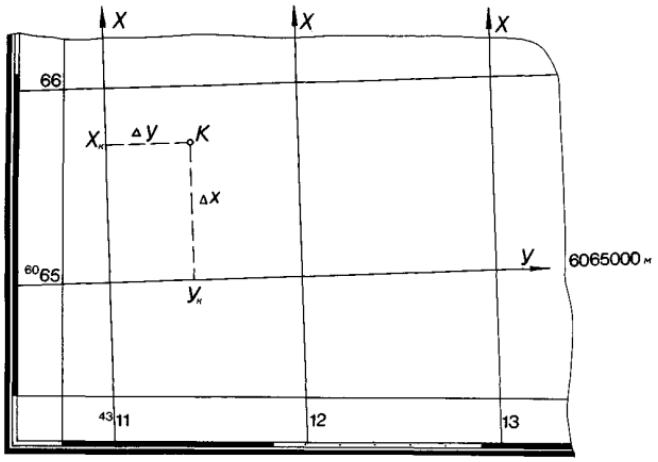

Рисунок 13. Определение местоположения точки по прямоугольным координатам
Для определения прямоугольных координат точек на карте нанесена сетка квадратов (Рисунок 13). Вертикальные линии сетки параллельны оси абсцисс (X), горизонтальные линии параллельны оси ординат (Y). Координаты сетки квадратов подписывают в километрах.